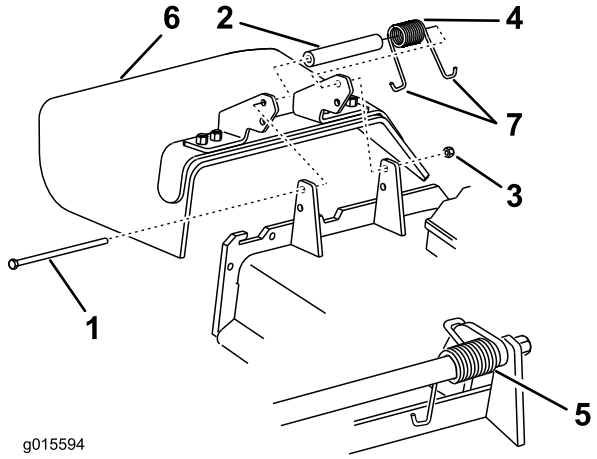

Figur 98
1. Ta bort låsmuttern, skruven, fjädern och distansbrickan som håller fast gräsriktaren på tappfästena (Figur 98). Ta bort den skadade eller slitna gräsriktaren.
Obs: Se till att fjäderns ena **J** ände sitter bakom däckkanten innan du monterar skruven i enlighet med Figur 98.
3. Montera skruven och muttern. Placera fjäderns ena **J** krokformade ände runt gräsriktaren (Figur 98).